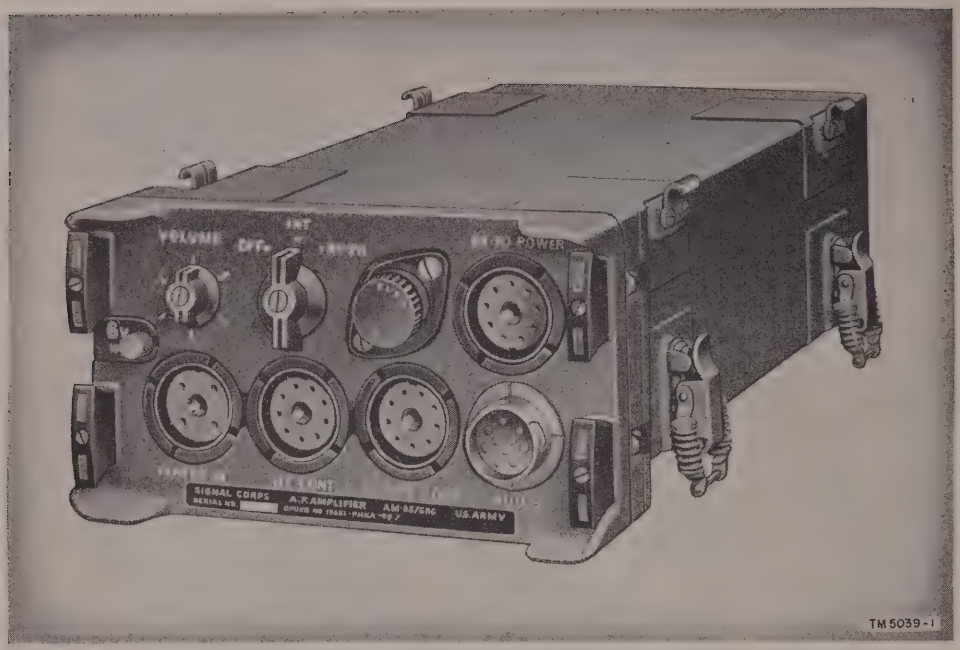

Figure 6. AF Amplifier AM–65/GRC.
a. AF Amplifier AM–65/GRC (fig. 6) is a common component of all the radio sets described in this manual. Generally referred to as the interphone amplifier, this unit serves a dual purpose, providing not only for intercommunication between control boxes but also for monitoring the receiver-transmitter. Detailed information on the amplifier is contained in a separate technical manual.